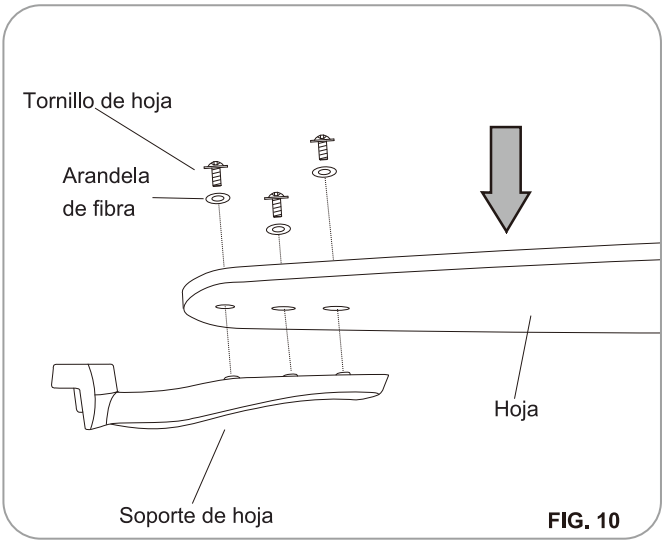

FIG. 10
Paso 1. Fije las aspas de ventilador en los soportes de hoja por utilizando los tres tornillos de hoja y las arandelas de fibra. Y apriete los tornillos y las arandelas de fibra firmemente. (Fig.10)